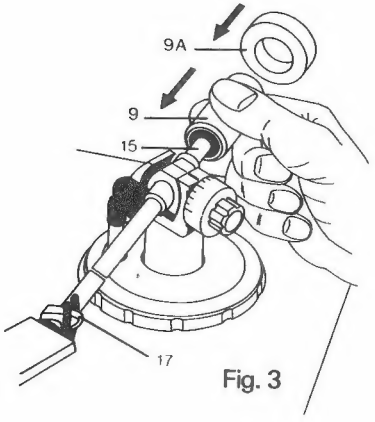

Fig. 3
1.5 Montage der Ausgleichsgewichte (Fig. 3)